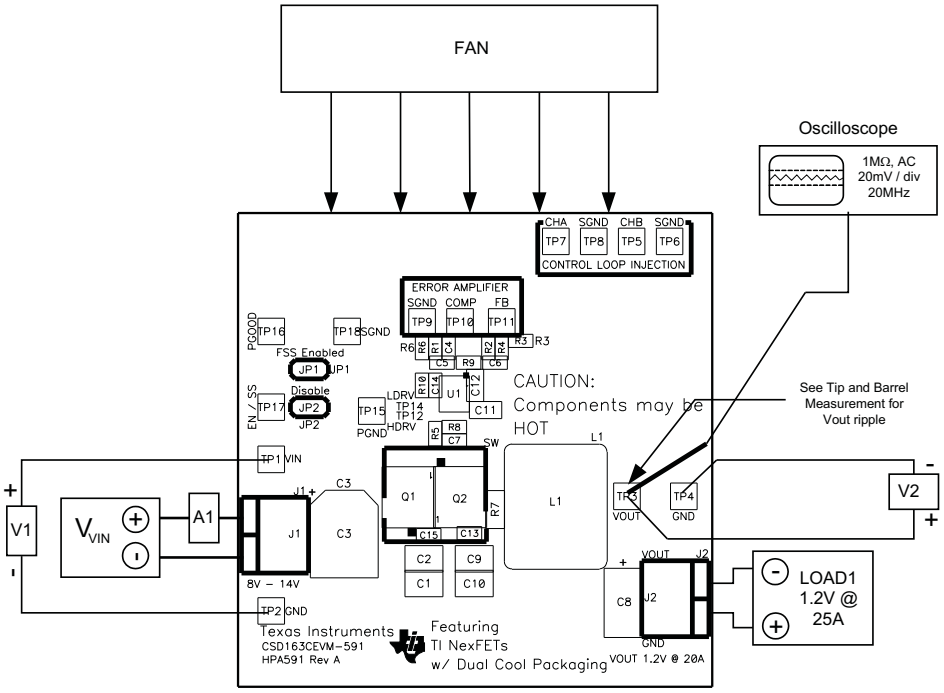

Figure 2. CSD163CEVM-591 Recommended Test Set-Up
Shown in Figure 2 is the basic test set up recommended to evaluate the CSD163CEVM-591. Note that although the return for J1 and JP2 are the same system ground, the connections should remain separate as shown in Figure 2.
2. Prior to connecting the DC input source, V_{IN}, it is advisable to limit the source current from V_{IN} to 4A maximum. Make sure V_{IN} is initially set to 0V and connected as shown in Figure 2.
3. Connect VIN to J1 as shown in Figure 2.
4. Connect ammeter A1 between VIN and J1 as shown in Figure 2.
5. Connect voltmeter V1 to TP1 and TP2 as shown in Figure 2.
6. Connect voltmeter V2 to TP3 and TP4 as shown in Figure 2.
8. Place fan as shown in Figure 2 and turn on making sure to blow air directly across the evaluation module.